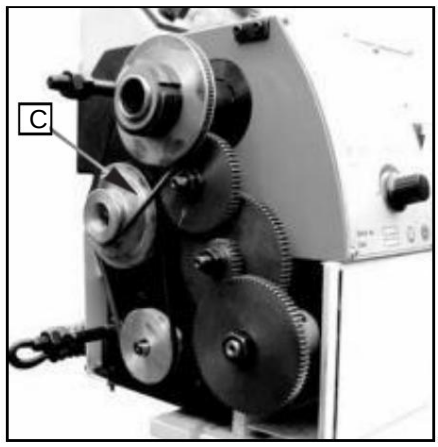

Fig. 16
2. Justera kilremmen (C, Fig. 16) motsvarande position.